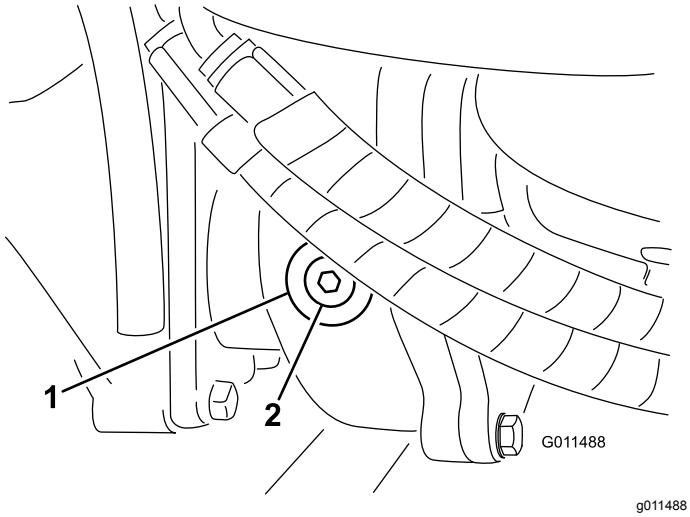

**Figuur 17**
2. Verwijder de controle/vulplug aan de linkerzijde van de tandwielkast (Figuur 17) en controleer of de tandwielolie tot aan de onderkant van